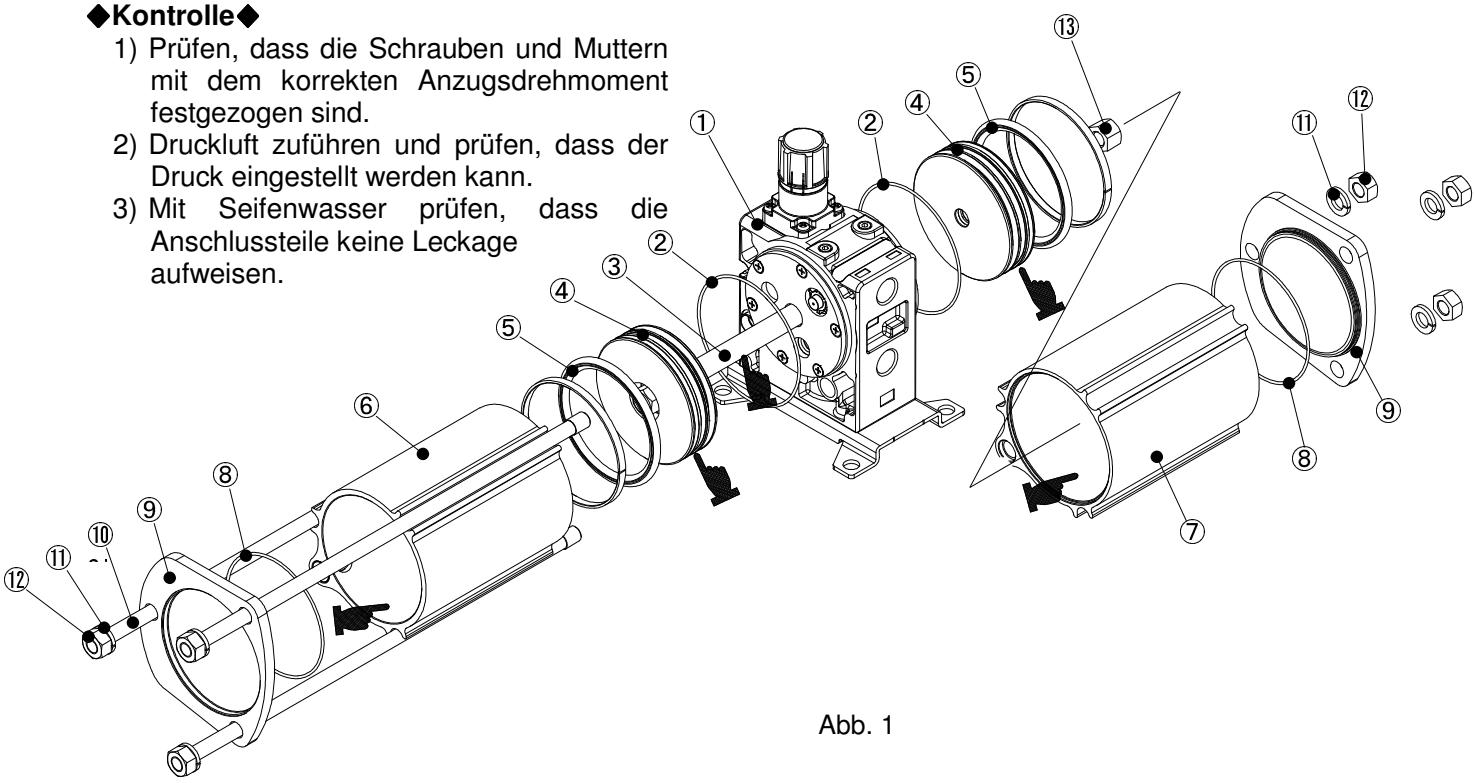

Abb. 1
1) Auf alle mit ☛ in Abb. 1 markierten Teile Schmiermittel auftragen.
2) Die Kolbenstange ③ durch das Gehäuse ① schieben und den Kolben ④ montieren.
3) Einen Tropfen Loctite auf das Gewinde der Kolbenmutter ⑬ auftragen und mit dem Steckschlüssel festziehen (Anzugsdrehmoment 21 Nm). **Bei einer korrekten Montage ist der Kolben nicht starr fixiert, sondern winkelbeweglich. Das erforderliche Anzugsdrehmoment nicht überschreiten.**
4) Die O-Ringe ② auf der rechten und linken Seite des Gehäuses montieren und die Zylinderrohre ⑥ und ⑦ montieren. **Bitte beachten: Die Zylinderrohre der rechten und linken Seite sind unterschiedlich.**
5) Die O-Ringe ⑧ an den Seitenabdeckungen ⑨ montieren und die Seitenabdeckungen auf der rechten und linken Seite der Zylinderrohre ⑥ und ⑦ montieren.
6) Die drei Zuganker ⑩ hindurchschieben und mit den Sechskantmuttern ⑫ und Federscheiben ⑪ festziehen (Anzugsdrehmoment 42 Nm).